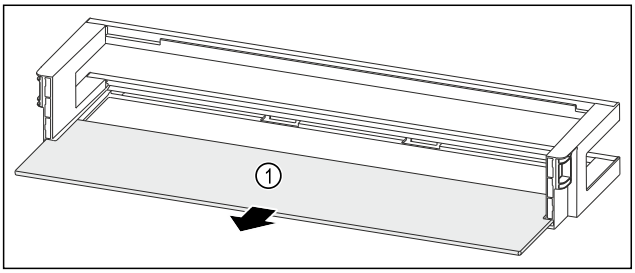

Fig. 164 Raft montat pe ușă cu raft
▶ Extrageți raftul *Fig. 164 (1)*.